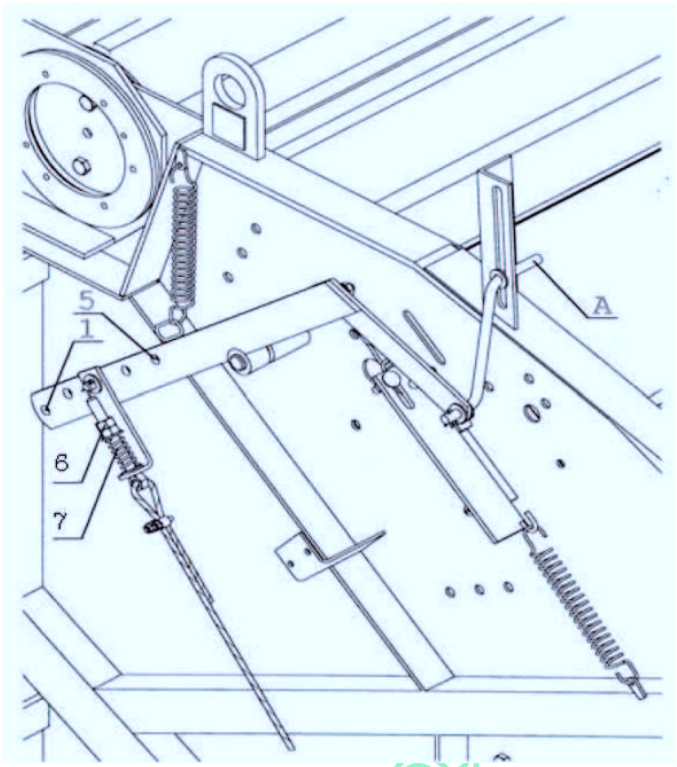
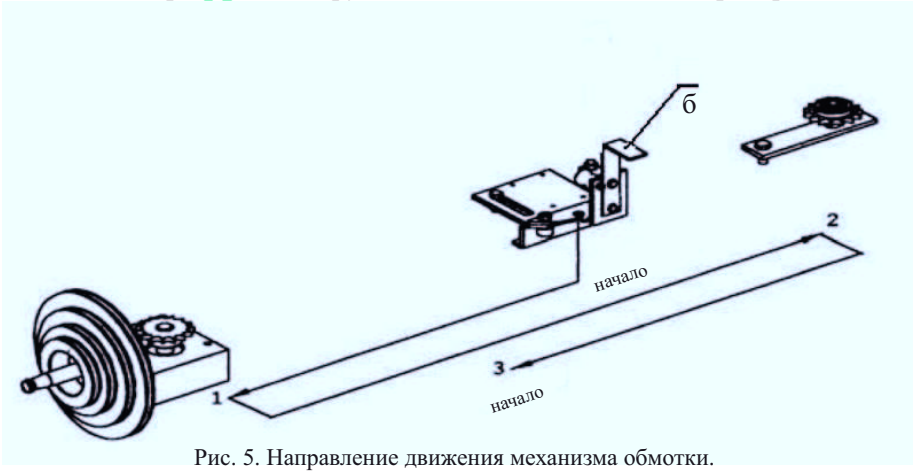
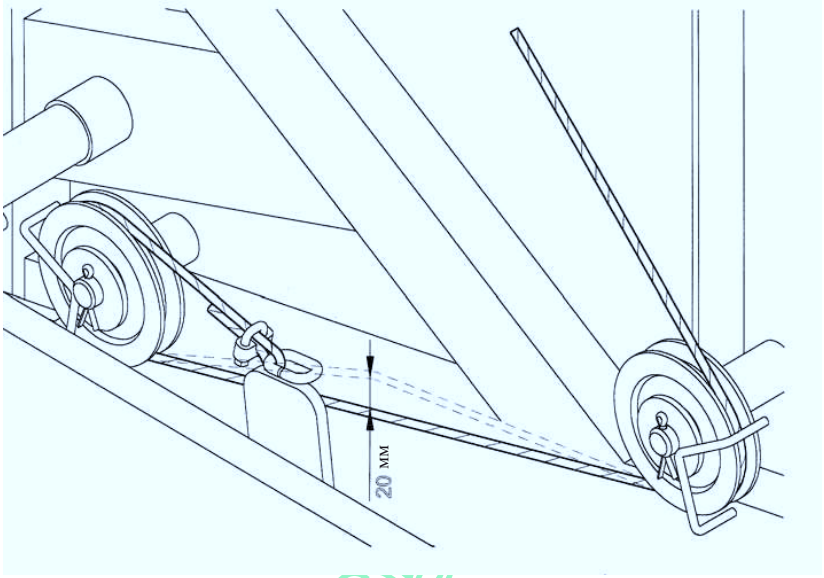

Рис. 4. Механизм рычаг-трос.
Рис. 5. Направление движения механизма обмотки.
Рис. 6 Требуемое натяжение троса для подборки соломы (правая сторона машины).
Собираемый материал передается в камеру прессования. В камере находятся наматывающие валки, которые уплотняют и формируют материал в круглый рулон. Прессование рулона следует завершить, когда указатель степени прессования рулона (А) (рис. 4) достигнет предельного положения желтого поля и когда сработает звуковой сигнал. Обмотка рулонов шпагатом начнется после звукового сигнала. В этот момент следует остановить трактор (не заглушать двигатель трактора и ВОМ).
В зависимости от вида подбираемого материала следует настроить степень плотности прессования рулона. Для этого служит механизм (рычаг-трос), находящийся с правой стороны машины (см. рис. 4). Регулировка степени плотности прессования рулона осуществляется с помощью троса, который закладывается на один их пяти отверстий рычага, а также с помощью зажимной пружины (поз. 2). Самую высокую степень плотности получаем, когда трос установлен в отверстии № 1, а самую низкую – когда трос установлен в отверстии № 5.
В момент достижения на указателе А (рис. 4) конца желтого поля и после звукового сигнала следует остановить трактор. ВОМ должен работать. Конец шпагата затягивается между спрессованным, вращающимся рулоном и вращающимся валиком пресса. В этот момент указатель обмотки рулонов шпагатом (В) (рис. 5) перемещается из середины в правый конец (1), а затем влево до конца (2) и возвращается в исходное положение (3) (см. рис. 5). ВОМ постоянно работает. Затем следует открыть камеру. Рулон разгружается по сбрасывателю рулонов. Сбрасыватель рулонов служит для того, чтобы спрессованный рулон откатился от задней камеры прессования.
- в механизме рычаг-трос (рис. 4) следует перевести тросик в отверстие 4 или 5 рычага. В соответствии с практическим опытом производителя рекомендуется отрегулировать натяжение троса таким образом, чтобы провисание составляло не более 20 мм (рис. 6).